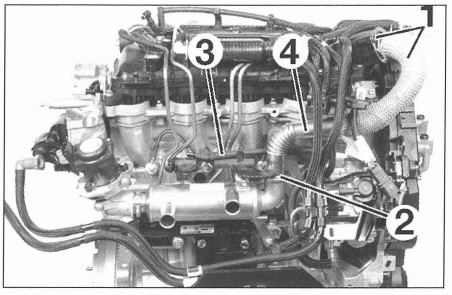

FIG. 22
- los dos tornillos (1) **(fig. 22).**
- el soporte (3) **(fig. 22).**